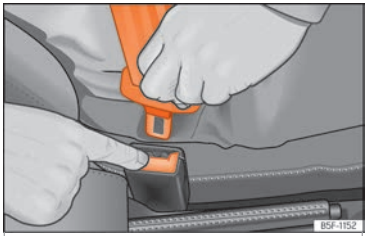

Fig. 11 Release the seat belt's buckle.
- Press the red button on the buckle ››› Fig. 11. The latch plate is released from the buckle.